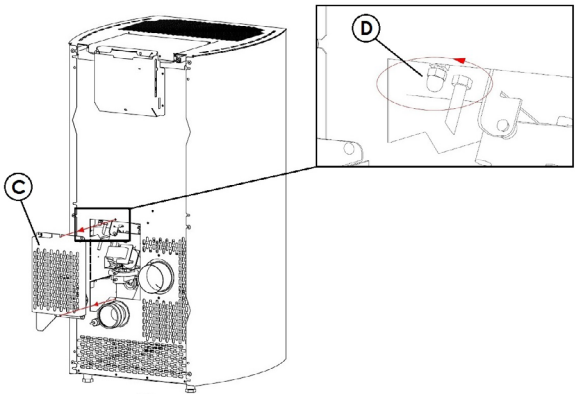

Fig. 64 - Abnehmen der Inspektionsabdeckung
- Inspektionsabdeckung "C" auf der Rückseite des Ofens abbauen (siehe **Fig. 64 auf S. 32**).